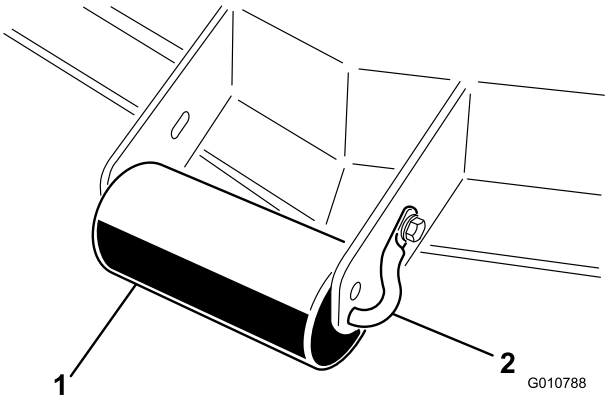

Figur 10
1. Ta bort huvudskruven och muttern som fäster valsaxeln till klippenhetsfästet (Figur 10).